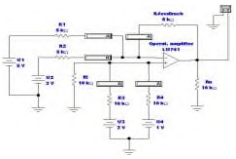

Рис.2
4.Как изменится основное соотношение для схемы на рис. 2, если на неинвертирующий вход ОУ подать постоянное напряжение?
13.Измениться ли сигнал на выходе схемы на рис. 2, если сопротивления всех резисторов увеличить вдвое?
14.Рассчитать выходное напряжение в схеме на рис. 2, с учетом того, что входные источники имеют внутреннее сопротивление R?